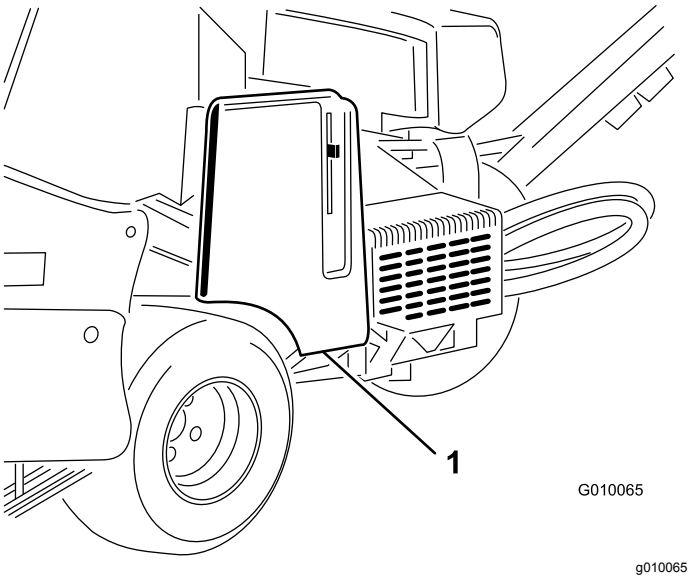

Figuur 56
2. Ontgrendel en verwijder de riemkap (Figuur 56).